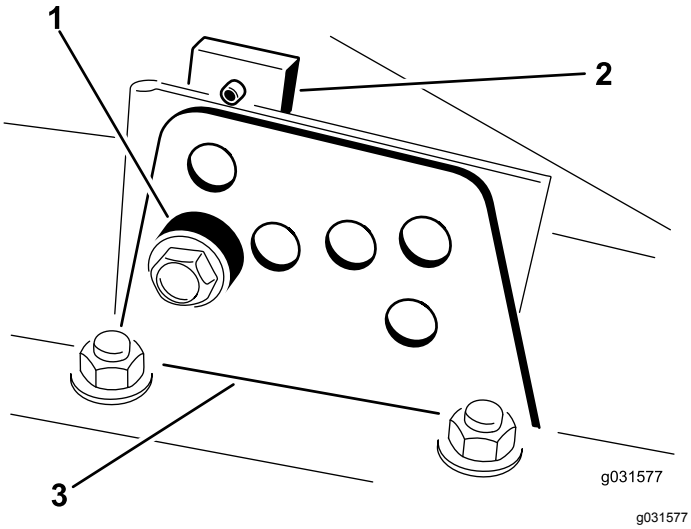

Figura 16
2. Allentate il bullone che fissa ogni staffa dell'altezza di taglio alla relativa piastra (lati anteriore e laterali), come illustrato nella Figura 16.
4. Supportate l'alloggiamento e togliete il distanziale (Figura 16).